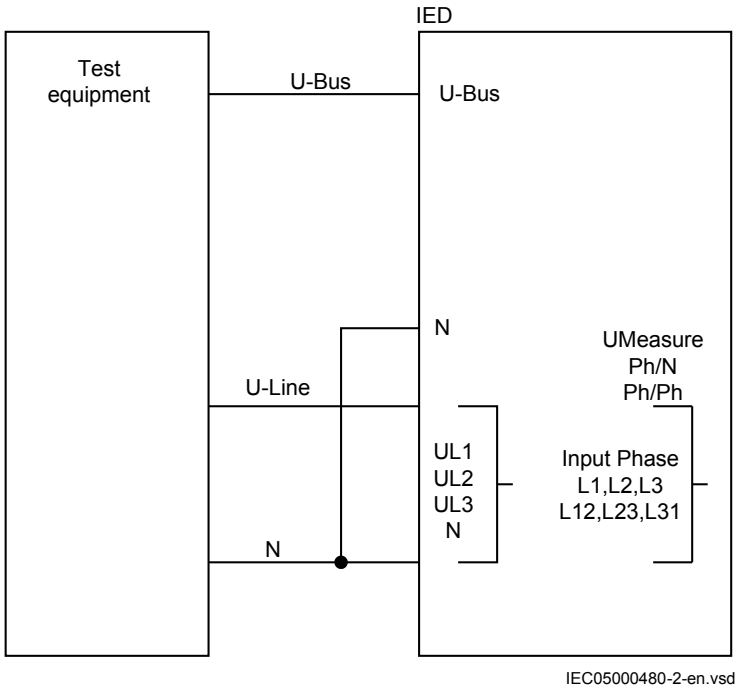

Figure 59: General test connection with three-phase voltage connected to the line side
Figure 59 shows the general test connection principle, which can be used during testing. This description describes the test of the version intended for one bay.
1. Use the same basic test connection as in figure 59.